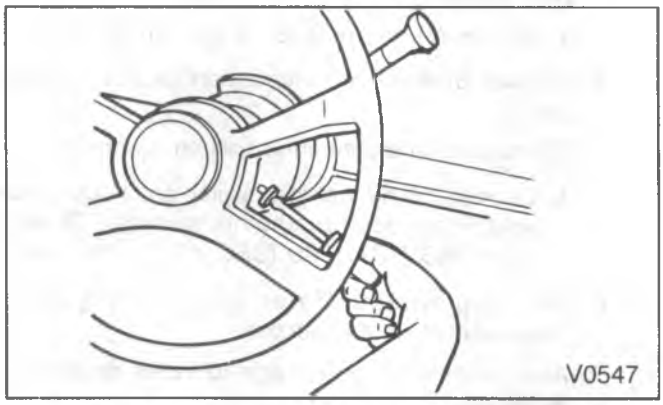

Figure 15 – Removing Hazard Warning Knob
- Remove retainer screw. See figure 15.